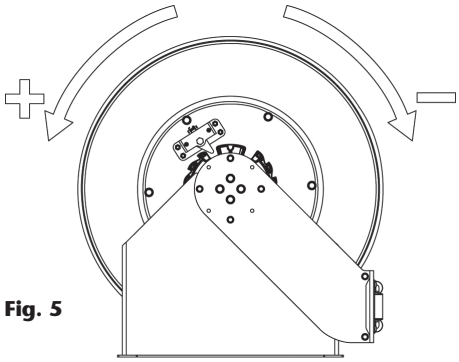

Fig. 5
6. Spannen Sie die Schlauchfeder vor, indem Sie abhängig vom Trommelfedertyp und der Schlauchlänge die angegebene Anzahl von Drehungen an der Schlauchtrommel ausführen (Abb. 5):
4. Drehen Sie die Schlauchtrommel, um die Federspannung zu erhöhen oder zu reduzieren (Abb. 5).